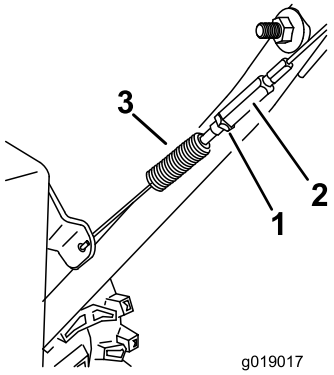

Figur 38
3. Lossa eller dra åt spännmuttern för att justera fjäderlängden till 7 cm (Figur 38).
4. Dra åt kontramuttern (Figur 38) och se till att kabeln är något spänd.